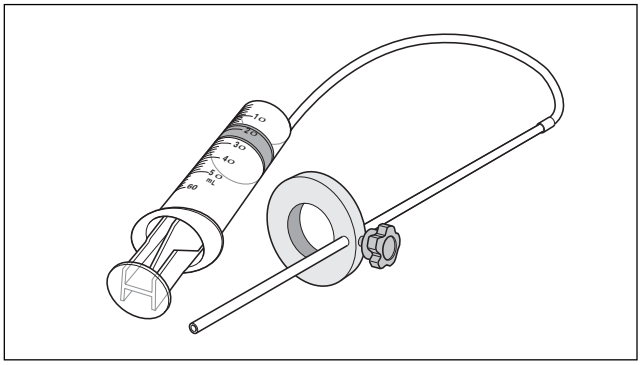

Figure 2-79. Front Fork Oil Level Gauge (HD-59000B)
f. See Figure 2-79. Obtain the FRONT FORK OIL LEVEL GAUGE (HD-59000B).
c. See Figure 2-79. Obtain the FRONT FORK OIL LEVEL GAUGE (HD-59000B).